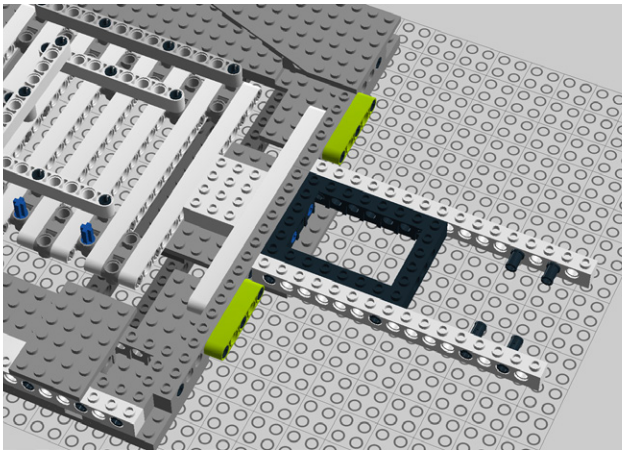

Figure 8-45. *Step 40: Adding two 5M Technic beams*
40. Add two 5M beams as seen in Figure 8-45. The motors will mount to these beams later on.